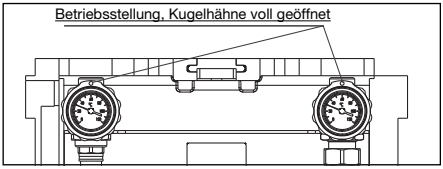

Abb. 38 Befüllen- und Spülen der Anlage, Betriebsstellung
- Kugelhähne und Sperrventile in Betriebsstellung (Abb. 38)